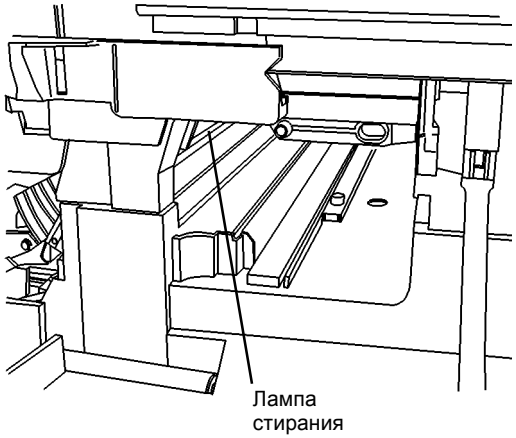

Рисунок 5 Лампа стирания
- Вручную замкните блокировочный выключатель передней крышки и наблюдайте красное свечение лампы стирания (Рисунок 5).